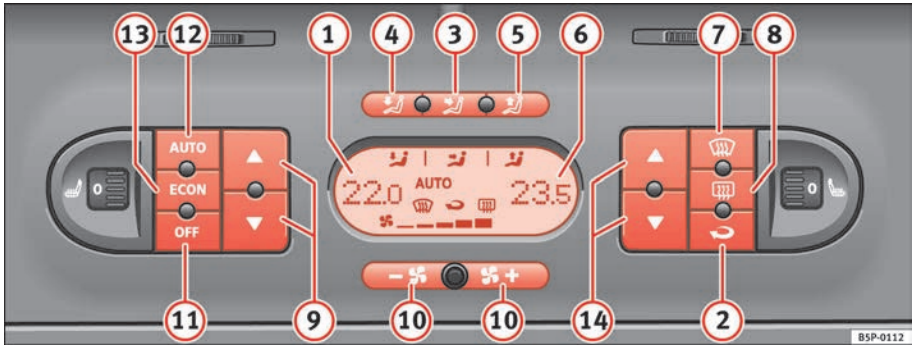

Fig. 131 On the dash panel: 2C Climatronic controls
– To enter manual mode, press one of the buttons ⇒ fig. 131 (3) to (5), ECON or press the air flow control (10). The symbol AUTO will disappear from the display. ▶
– Press the button ⇒ page 157, fig. 131 (2) to switch air recirculation mode on or off. It is switched on if the following symbol appears in the display .